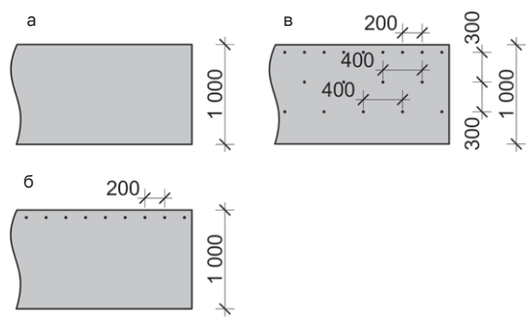

Рис. 11. Схема расположения крепежа для подкладочных ковров Döcke.
4.1.4 Самоклеящиеся подкладочные ковры Döcke допустимо монтировать без дополнительной механической фиксации при температуре окружающего воздуха не ниже +15 °С (рис. 11а). Самоклеящийся подкладочный ковёр необходимо крепить гвоздями
(тип 1, таблица №1) по схеме приведённой на рис. 11в в тех случаях, когда планируются перерывы в работе, а так же в случае осуществления монтажа при температуре ниже +15 °С.